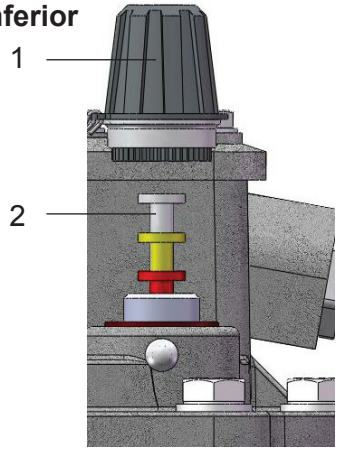

Figura 9 - Botón de control
- Desatornille la tuerca de sombrerete grande (Figura 9/1)
- Presione el botón de control (Figura 9/2) hasta la mitad y manténgalo presionado (control del sistema de conmutación superior - alarma)